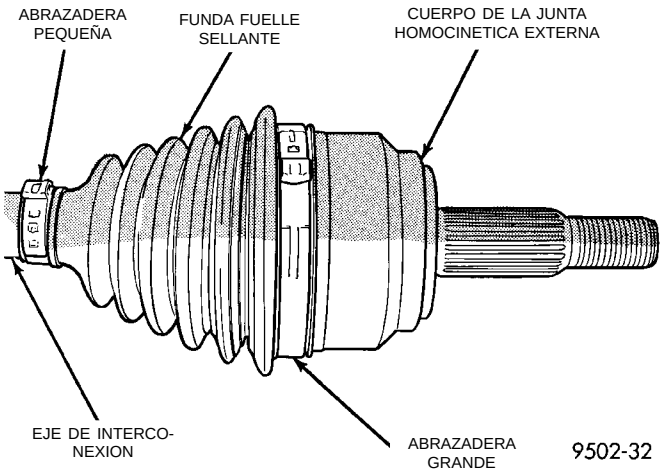

Fig. 44 Abrazaderas de funda fuelle del sellante de la junta homocinética externa
(1) Retire del vehículo el conjunto del eje de transmisión que requiera el reemplazo de la funda fuelle. Para informarse de los procedimientos requeridos para el desmontaje del eje de transmisión, consulte Servicio del eje de transmisión en esta sección.
(2) Retire la abrazadera grande de retención de funda fuelle de la funda fuelle sellante de la junta homocinética al cuerpo de la misma (Fig. 44) y deséchela. Retire la abrazadera pequeña que retiene la funda fuelle sellante de la junta homocinética externa al eje de interconexión y deséchela. Retire la funda fuelle sellante del cuerpo de la junta homocinética externa y deslícela por el eje de interconexión.
(3) Elimine la grasa para dejar a la vista la junta homocinética externa y eje de interconexión.